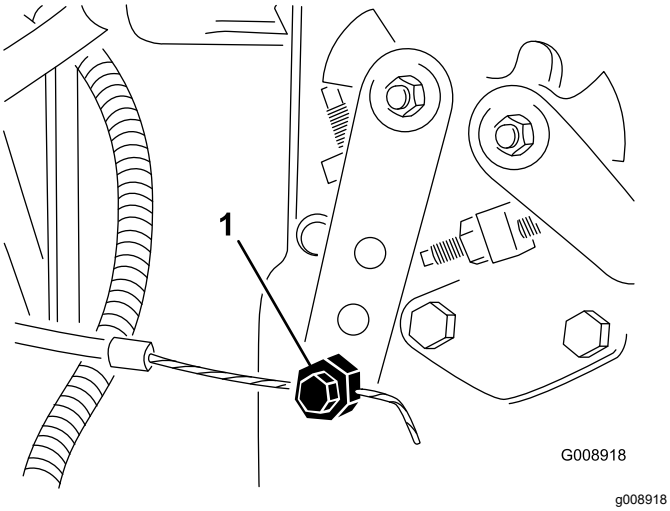

Figur 83
4. Løsn gaskabelforbindelsesdelen på indsprøjtningspumpens løftearm (Figur 83).